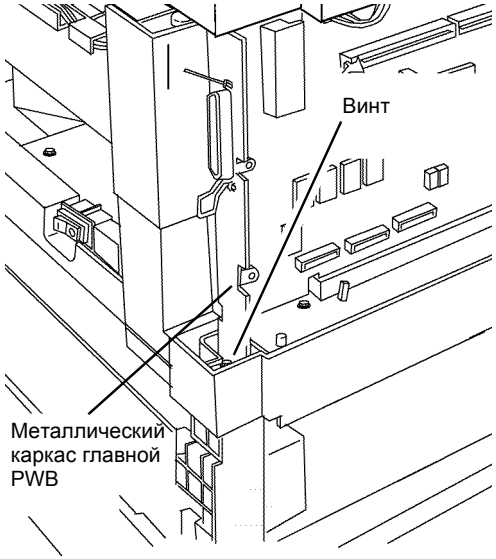

Рисунок 3 Винт в металлическом каркасе главной PWB
- Проверьте, что в каркас главной PWB завернут винт (Рисунок 3).